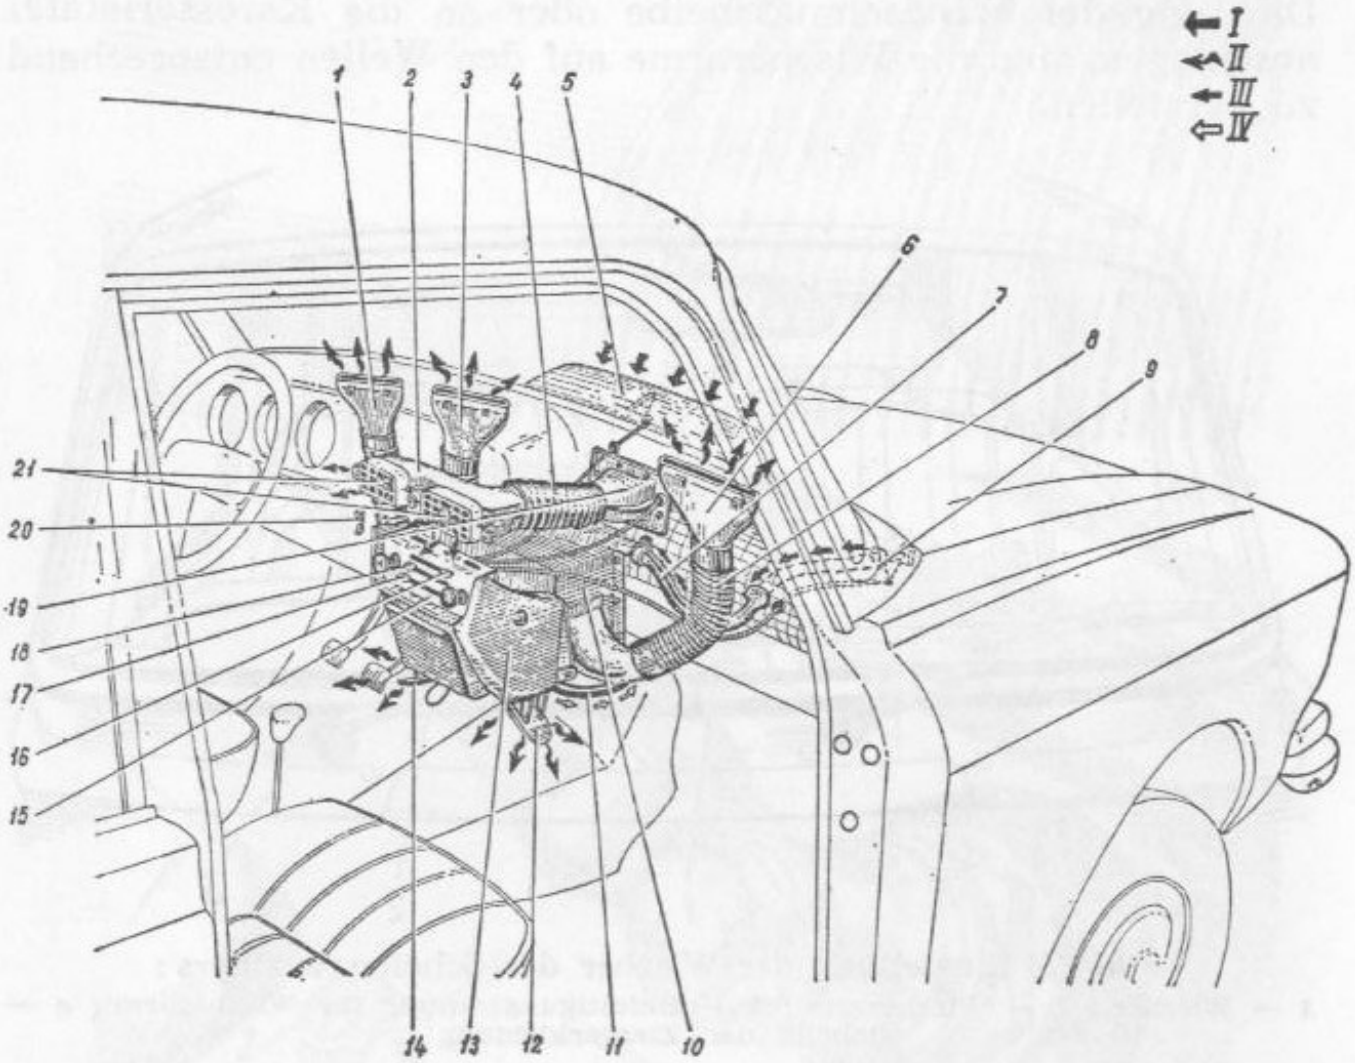

Bild. 26. Heizungs- und Belüftungsanlage des Wagens:
Im Gehäuse des Wagenheizers *10* (Bild 26) sind angeordnet: Wärmeaustauscher, Lüfter mit Motor und Einstellklappen *12*, *14*. Bild 26 zeigt die Richtungen der kalten sowie vorgewärmten Luft und die Strömungsrichtung der Flüssigkeit durch den Wärmeaustauscher des Wagenheizers. Heizung und Belüftung des Wagens sind in Abhängigkeit von Jahreszeit und Witterungsverhältnissen zu regeln.
1. Düsen *1, 3, 6* (Bild 26) für Entfrostung der Windschutzscheibe. Hierbei ist Klappe *5* der Belüftungsluke der Karosserie (die vor der Windschutzscheibe angeordnet ist) zu öffnen, wozu Betätigungshebel *17* möglichst nach rechts zu verstellen ist.
— Klappe *5* der Belüftungsluke der Karosserie (Bild 26) und Klappe des Frischluftstutzens *19* öffnen ;
Um das Schwitzen der Windschutzscheibe zu verhüten, ist auf sie der kalte Luftstrom aus Entfrosterdüsen *1*, *3* und *6* (Bild 26) zu richten. Die Intensität des Luftstroms kann noch vergrößert werden, indem Klappen *12* und *14* des Heizergehäuses geschlossen und der Heizerlüfter in Abhängigkeit von der Fahrgeschwindigkeit des Wagens auf entsprechende Drehzahl eingeschaltet werden.